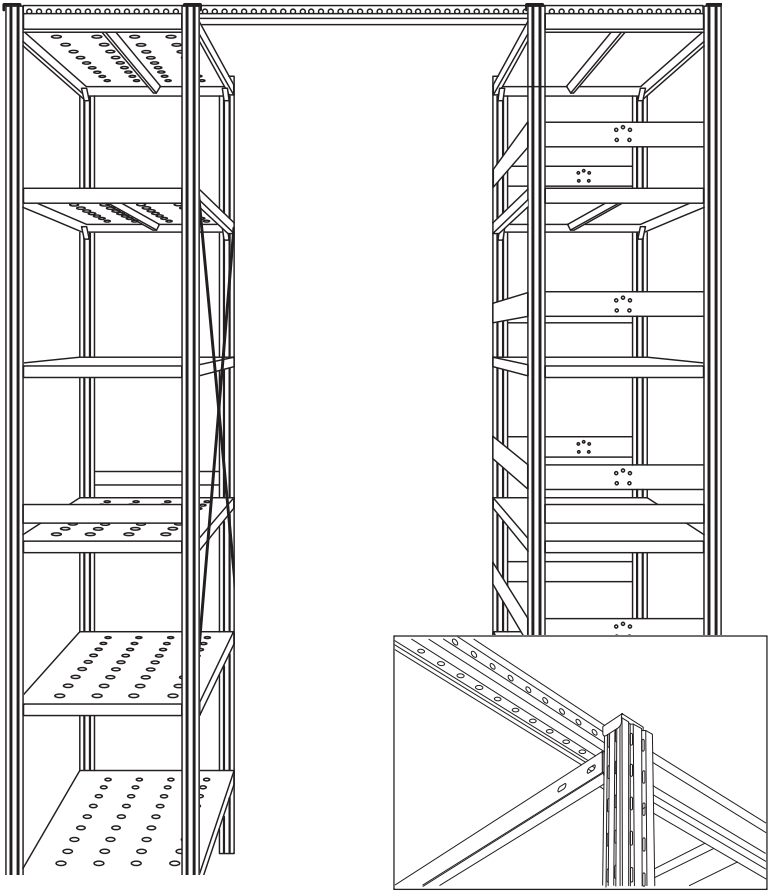

Рис. 21 Соединение стеллажей с помощью связи
4. Соединение стеллажей с помощью связи. Поверх стеллажной конструкции для дополнительной устойчивости устанавливаются дополнительные связи из профилированного уголка (рис. 21). Длина связей рассчитывается как сумма глубины стеллажей и расстояния прохода между ними.